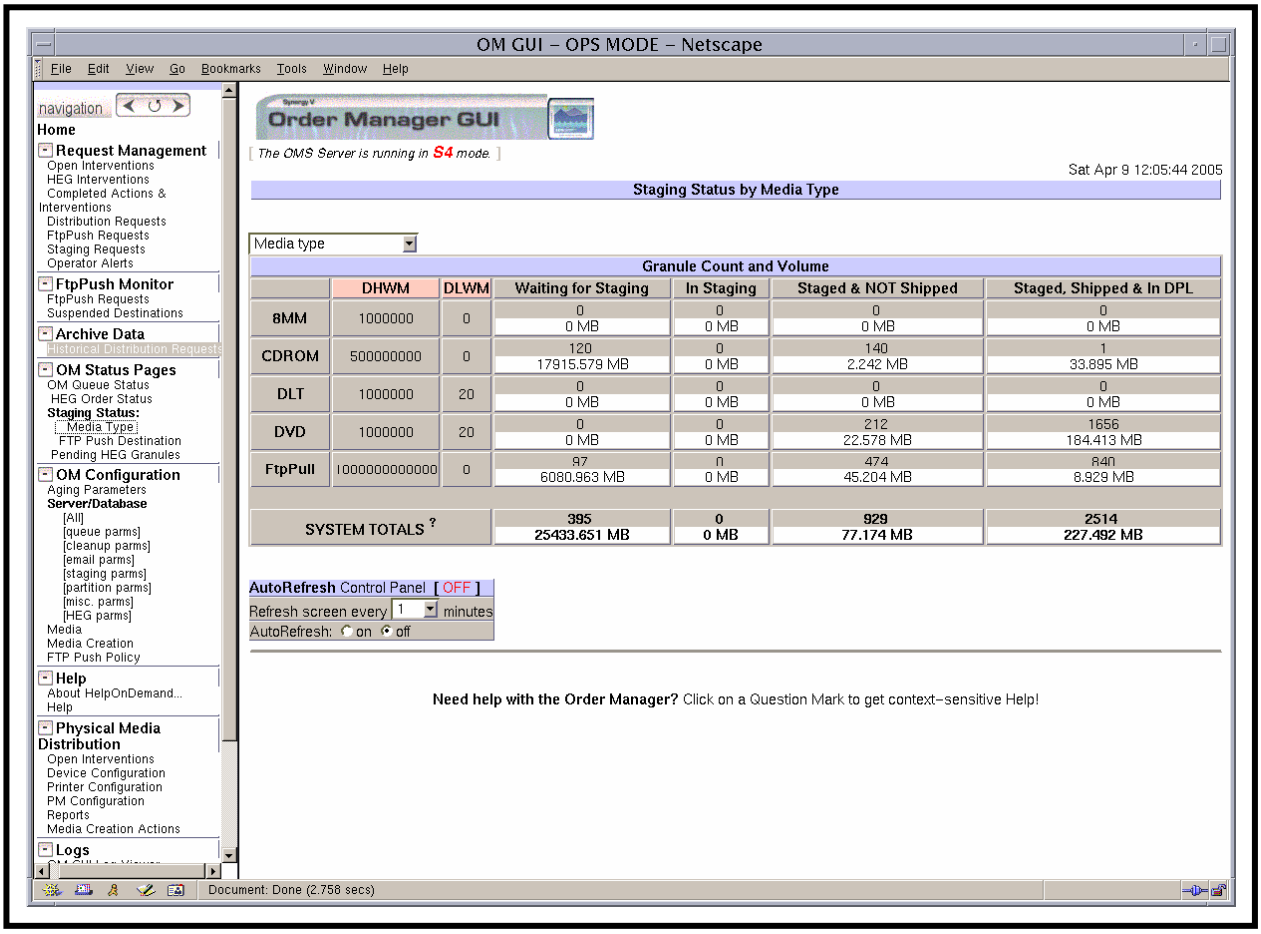

Figure 54. Staging Status by Media Type Page
- The **Staging Status by Media Type** page (Figure 54) is displayed.
- The **Staging Status by FTP Push Destination** page (Figure 54) is displayed.